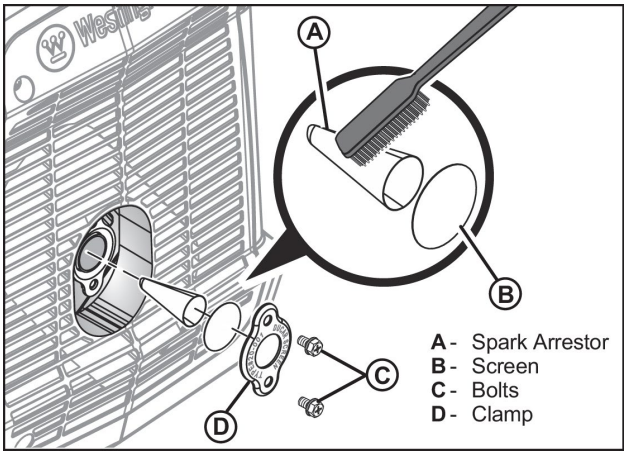

Figure 46 Remove and Clean the Spark Arrestor
2. Pull off the screen and remove the spark arrestor (see Figure 46).